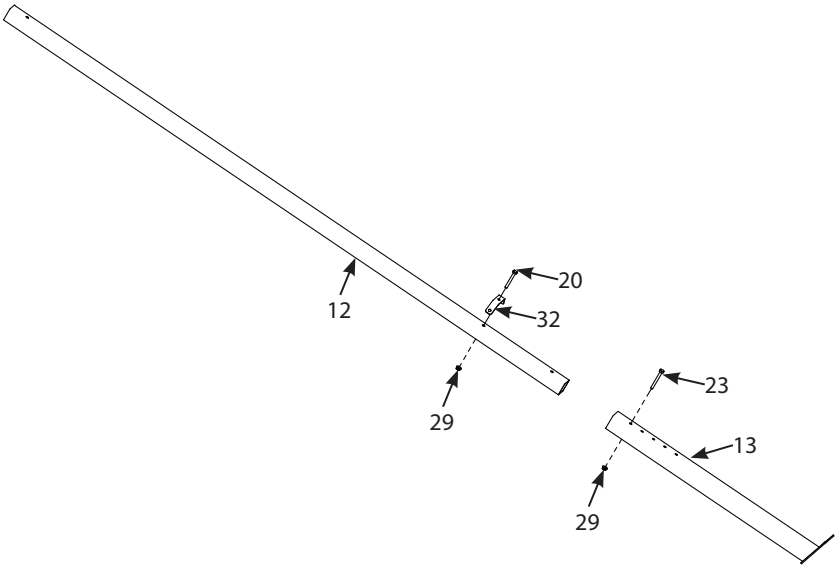

FIGURE 8
8. Assemble each of the four legs by attaching an adjustable foot (13) to a leg (12) using a 1/4-20 X 2-1/4 IN bolt (23) and 1/4-20 nut (29). It is easiest to adjust the tower level later if you use the top adjustment hole now as shown. **SEE FIGURE 8.**
Attach a brace-to-leg attachment bracket (32) to each leg (12) using a 1/4-20 X 2 IN bolt (20) and 1/4-20 nut (29). **SEE FIGURE 8.** *Securely tighten all loose hardware at this time.*